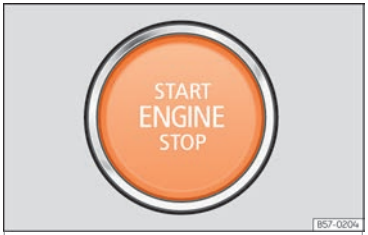

Fig. 157 In the lower part of the centre console: start button.
- Press the starter button ››› Fig. 157; do not press the accelerator. There needs to be a valid key inside the vehicle for the engine to start. After starting the engine, the lighting of the START ENGINE STOP button remains fixed indicating that the engine is running.
- Briefly press the start-up button ››› Fig. 157.